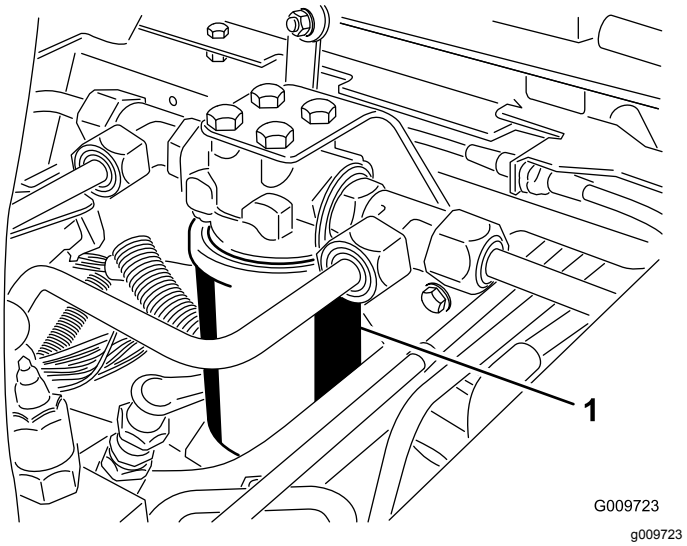
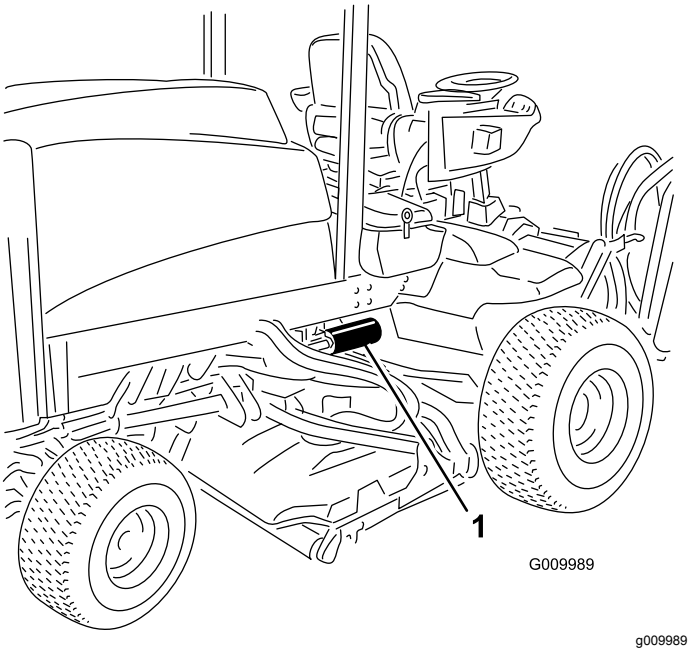

Figur 76
Figur 77
2. Rengør det område, hvor filteret monteres. Anbring en drænbakke under filteret, og afmonter filteret (Figur 76 og Figur 77).